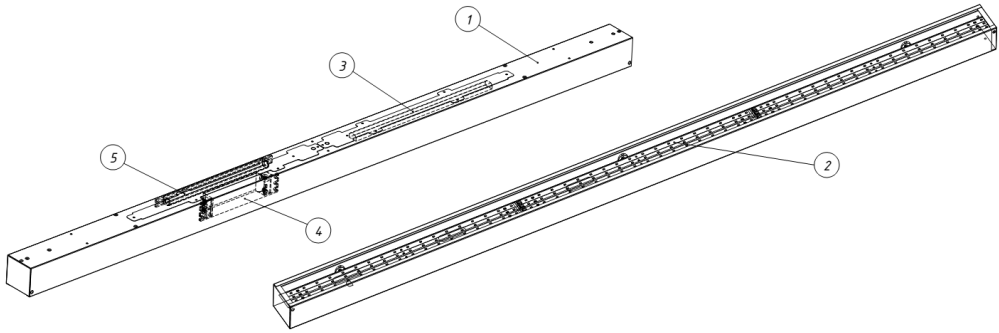

Рисунок 1.1 — Конструкция автономного аварийного светильника Geniled на примере Trade Linear 1000x100x65.
3.2. Светильник Geniled Trade Linear состоит из основных частей (см. рисунок 1.1):